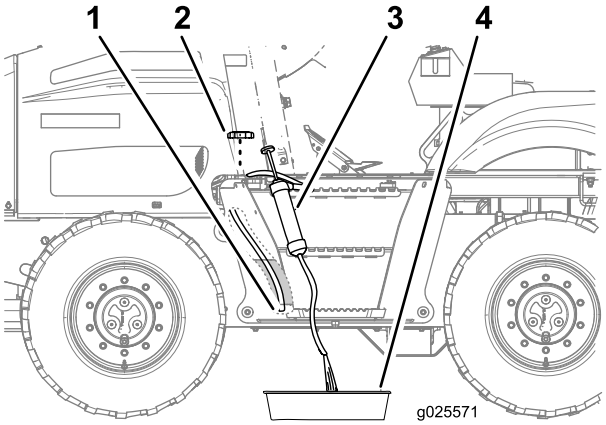

Figura 71
1. Retire a tampa do tanque de combustível (Figura 71).
2. Passe a mangueira de sucção do equipamento de sifão pelo tubo de enchimento do tanque de combustível, conduzindo-a até o fundo do tanque (Figura 71).
3. Posicione a mangueira de descarga do equipamento de sifão em uma bandeja de drenagem (Figura 71).
6. Instale a tampa de combustível no tubo de enchimento do tanque de combustível (Figura 71).